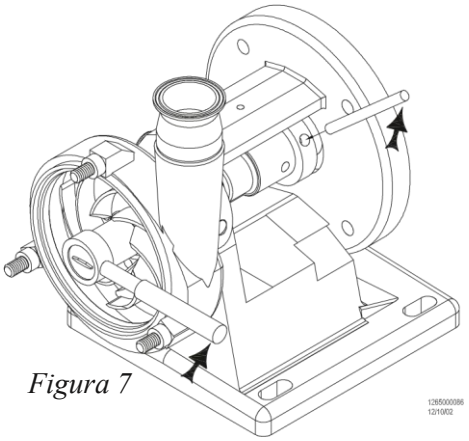

Figura 7
a) Afrouxe as porcas da tampa (26) com o martelo de borracha e remova-as.
b) Remova a tampa da bomba (24) e o anel da tampa (21).
d) Afrouxe e remova o parafuso de proteção (3). Em seguida, remova o protetor do eixo (35).
e) Coloque a haste de 3/8” de diâmetro no orifício do eixo da bomba. Deixe a haste apoiar-se contra a flange da bomba (2) para evitar que o eixo gire enquanto você afrouxa a porca do rotor (23) com a chave soquete de 15/16” (*Figura 7*). Remova a porca do rotor e o anel da porca do rotor (25).